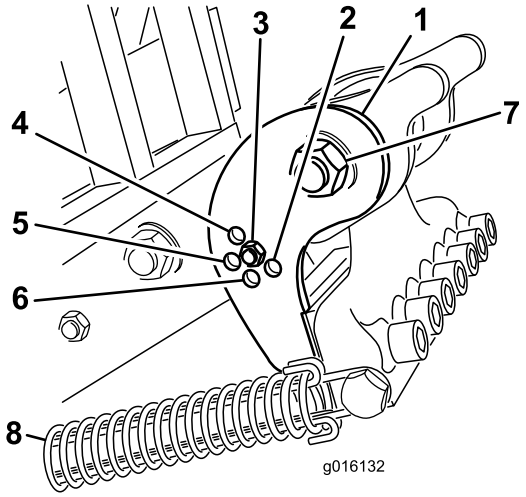

Figuur 34
Stel de gewelfde beugel (Figuur 34) in op de juiste stand op basis van de lengte van de gebruikte tanden. De aanslag van de kop kan in een van de vijf voorbepaalde standen worden gezet door het kiezen van de opening waardoor de stang wordt bevestigd met een bout. Deze openingen zijn slechts vooraf ingesteld, u kunt bijvoorbeeld een tand van 24,4 cm gebruiken in de stand voor 30,5 cm om een gladdere afwerking te krijgen. dit is afhankelijk van de toepassing.
3. Maak de veerspanning naar de tandenkop los (Figuur 34).
4. Verwijder de moer en bout uit de instelopeningen in de gewelfde beugel (Figuur 34).